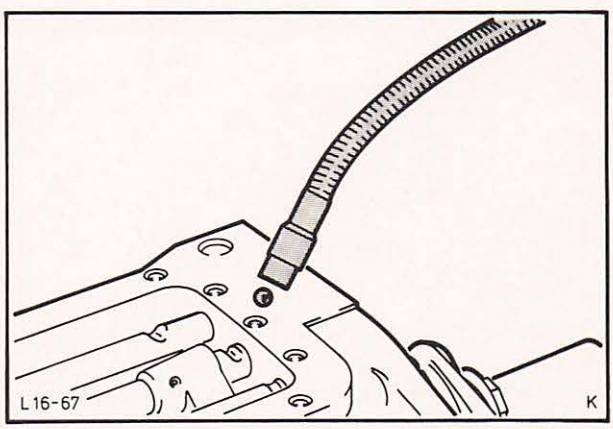

Abb. 83 Kugeln – Schaltarretierung entfernen
3. Kugeln – Schaltarretierung mit einem Stabmagneten aus dem Getriebegehäuse entnehmen, Abb. 83, dabei die jeweilige Schaltstange etwas bewegen.